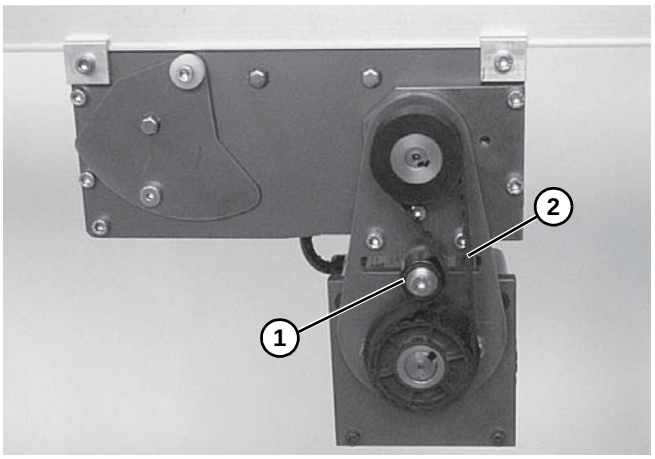

Figure 23
2. Loosen belt tensioner **(Figure 23, item 1)** then remove timing belt **(Figure 23, item 2)**.